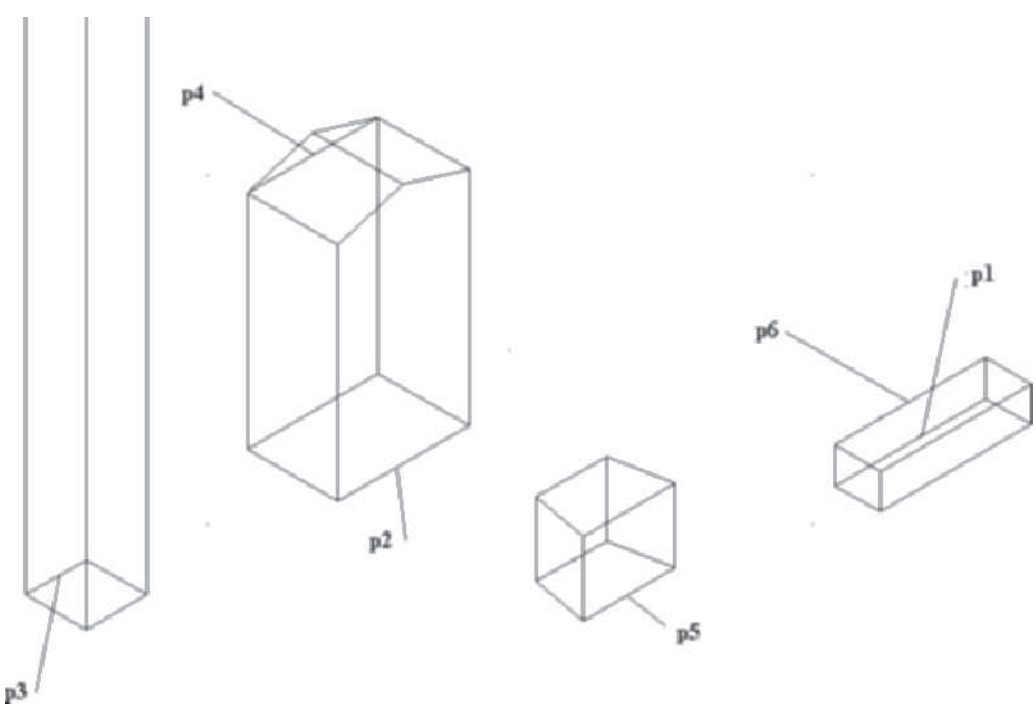

FIGURE 4.70 *Moving mass elements to create a fireplace mass group*
5. Select the Home tab. Right-click in the workspace and choose Basic Modify Tools > Move. Move the mass elements by responding to the following prompts as shown in Figure 4.70.
Select objects: *(Select the mass element at* p1 *as shown in Figure 4.70.)*
Select objects: *(Select the box mass element at* p3 *as shown in Figure 4.70.)*
Select objects: *(Select the mass element at* p5 *as shown in Figure 4.70.)*